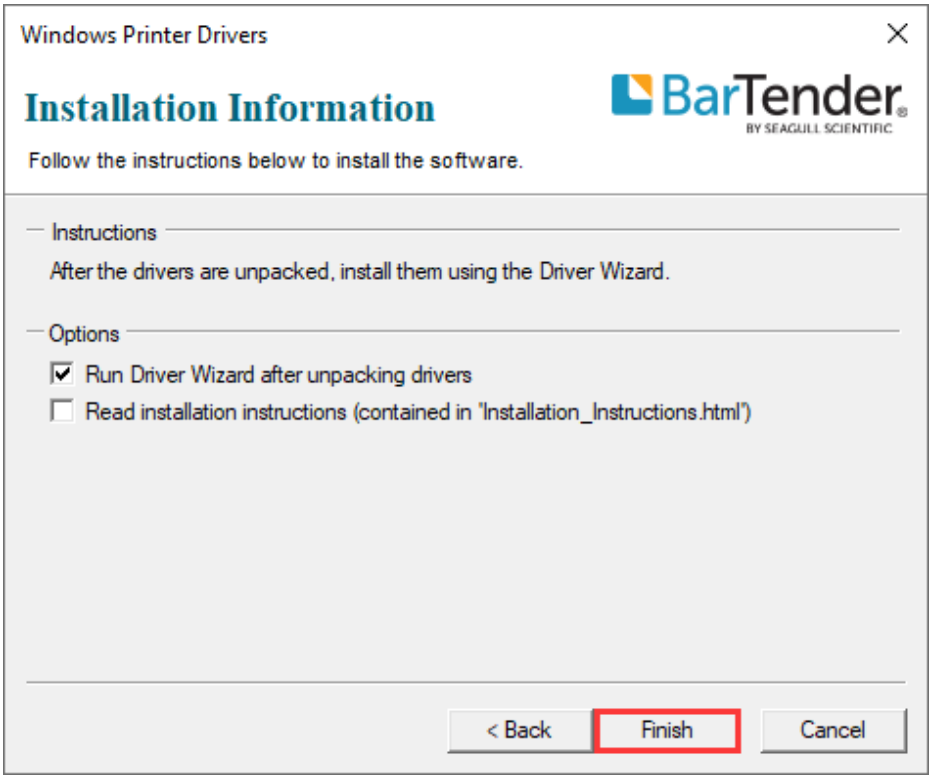

Figure 2-31 Installation Information Screen
5. On the "Installation Information" screen, check the box that says "Run Driver Wizard after unpacking drivers", then click "Finish", as shown in Figure 2-31.